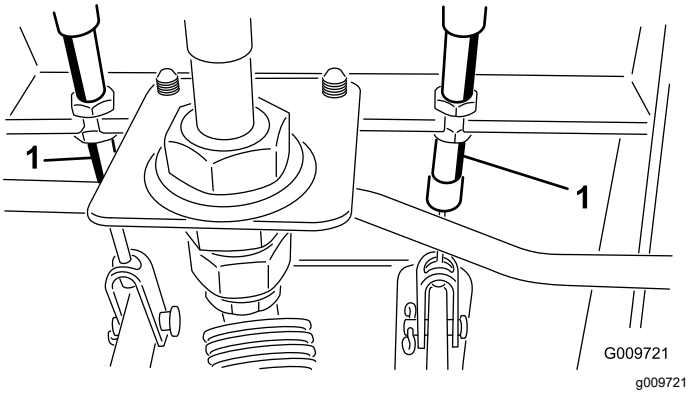

Figur 114
A. Løsne den fremre mutteren på gjengeenden på bremsekabelen (Figur 114).